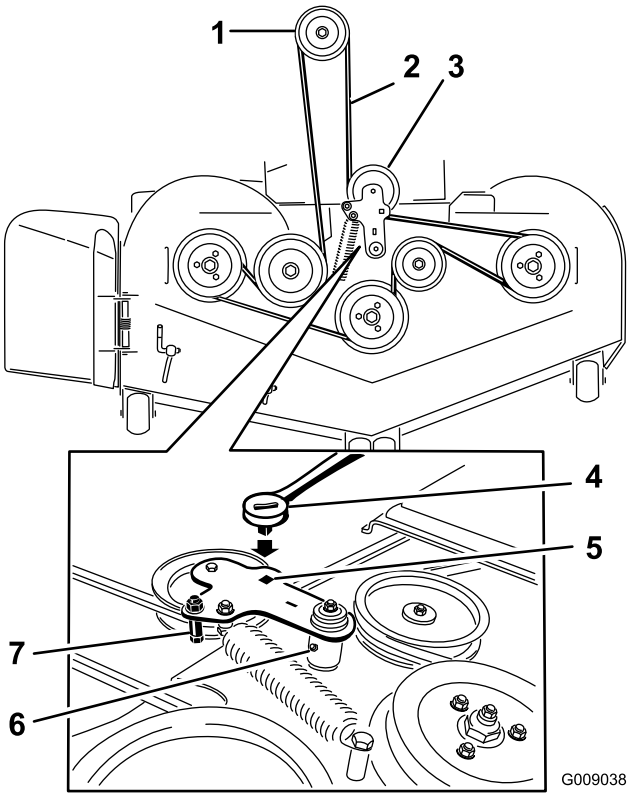

Figure 76
5. Insérez un rochet dans le trou carré du bras de la poulie de tension pour détendre le ressort de la poulie de tension (Figure 76).
7. Enlevez le guide de courroie situé sur le bras de la poulie de tension rappelée par ressort, comme montré à la Figure 76.
9. Acheminez la courroie neuve autour des poulies du tablier de coupe et de la poulie d'embrayage, sous le moteur (Figure 76).
10. Montez le guide de courroie sur le bras de la poulie de tension, comme montré à la Figure 76.
11. Insérez le rochet dans le trou carré et montez le ressort de la poulie de tension (Figure 76).